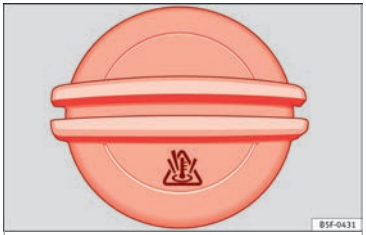

Bild 245 I motorutrymmet: Locket till expansionstanken för kylmedel
- Expansionstanken för kylvätska känns lätt igen på symbolen på locket ››› **bild 245**.